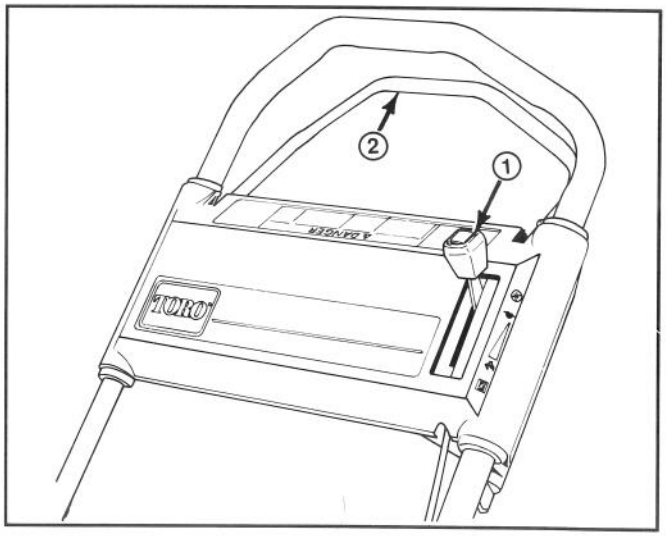
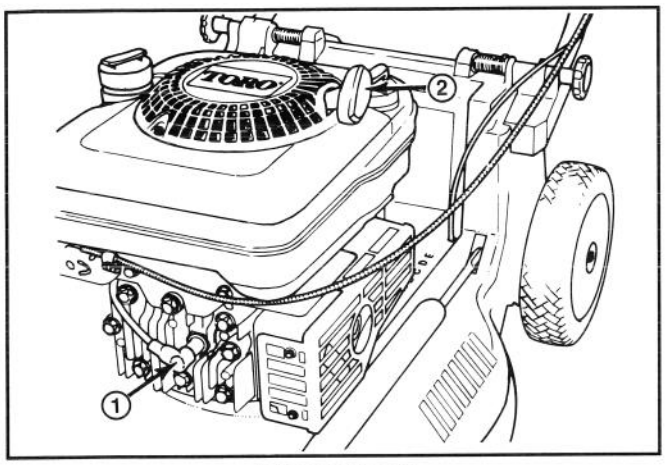

**Afbeelding 8**
**Afbeelding 9**
BEDIENINGSSYSTEMEN—Gasklep en bedieningsstang voor de zelfaandrijving bevinden zich op bovenste hendel (Slechts op zelfrijdend model) (Afb. 8). Repeteerstarter bevindt zich boven op motor (Afb. 9).
**1.** Duw de draad op bougie (Afb. 9).
1. Zet de motor af en trek de draad van de bougie (Afb. 9).
**1.** Zet de motor af en trek de draad van de bougie (Afb. 9).
**1.** Zet de motor af en wacht totdat de motor is afgekoeld. Trek draad van bougie (Afb. 9).
**1.** Zet de motor af en trek draad van de bougie (Afb. 9).